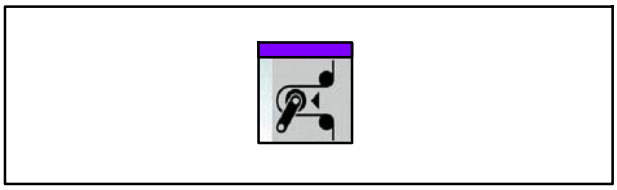

Fig. 202 Touche Enclencher/couper la tension de bande
27. Appuyer sur la touche Enclencher/couper la tension de bande (Fig. 202) pour enclencher la tension de bande